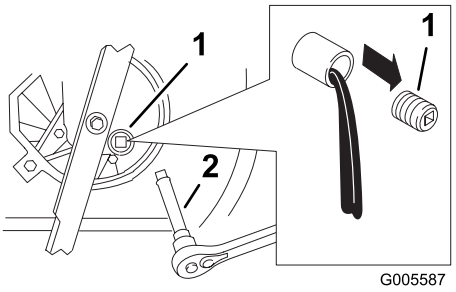

Figuur 20
5. Verwijder de olieaftapplug, zet de maaimachine weer rechtop en laat de olie in de opvangbak lopen (Figuur 20).